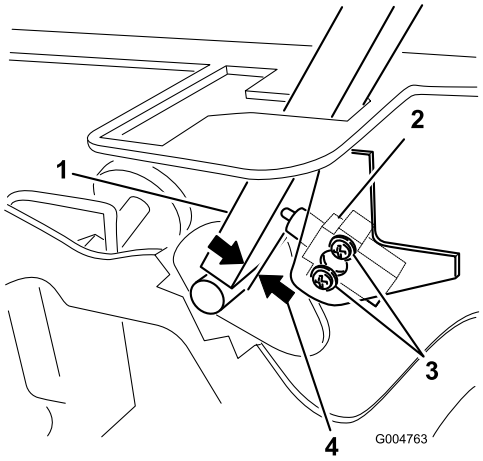

Figuur 59
3. Draai de 2 schroeven los waarmee de interlockschakelaar is vastgezet (Figuur 59).
4. Houd de rijhendel tegen het frame en beweeg de schakelaar in de richting van de hendel totdat de afstand tussen de hendel en de schakelaarbehuizing 0,4 tot 1 mm is (Figuur 59).